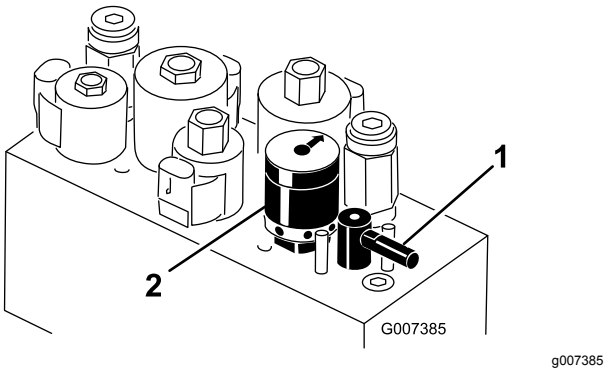

Figur 58
5. Drej baglapningsgrebet til positionen ”R” (Figur 58).
6. Drej hastighedsregulatoren til knivcylindre til indstillingen1 (Figur 58).